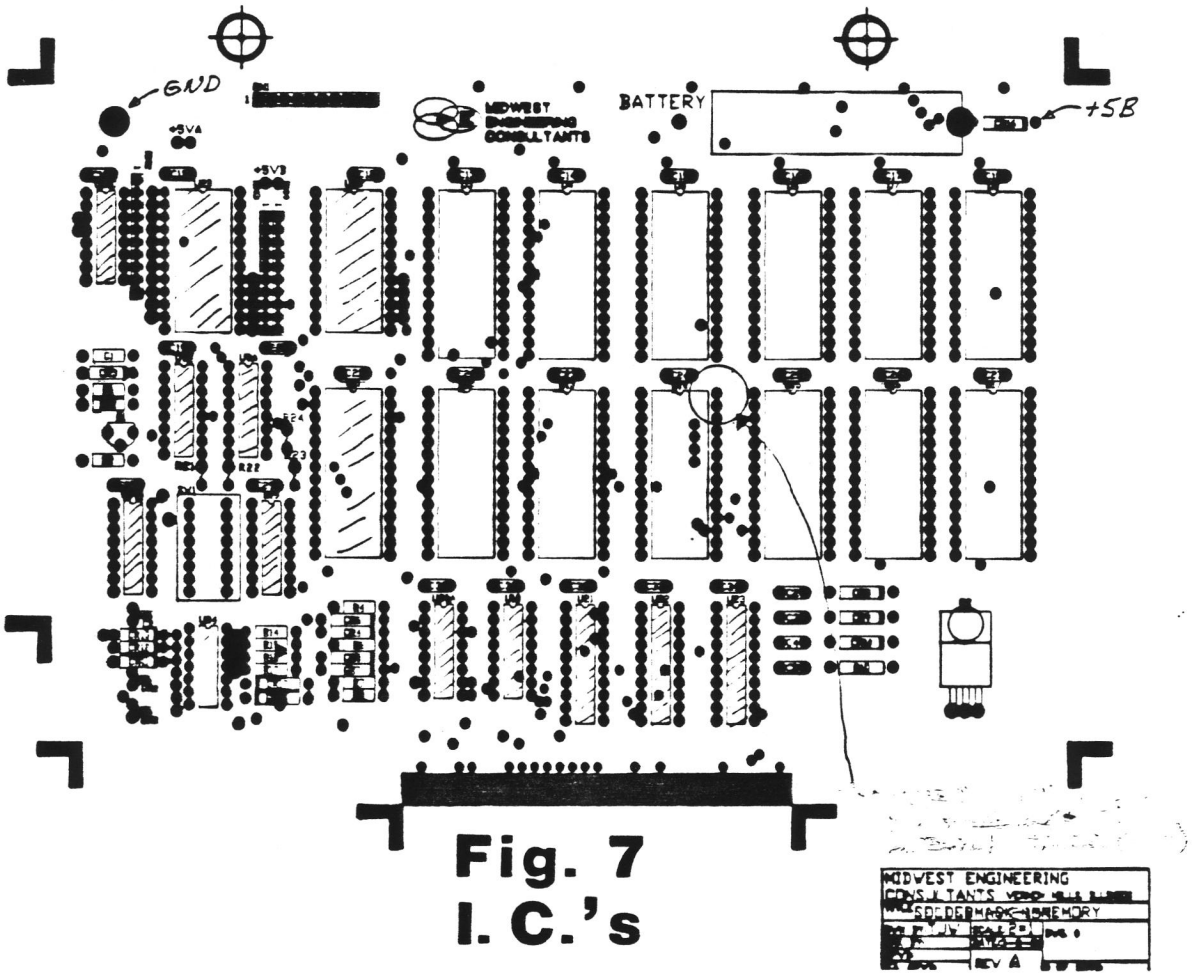

Fig. 7
G) Install the Integrated Circuits (See Figure 7)